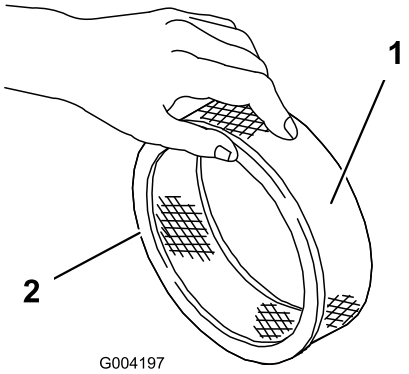

Figur 45
5. Efterse papirfilteret for revner, en olieagtig film og beskadigelse af gummipakningen (Figur 45).
1. Skub forsigtigt skumforfilteret over på papirindsatsen (Figur 45).